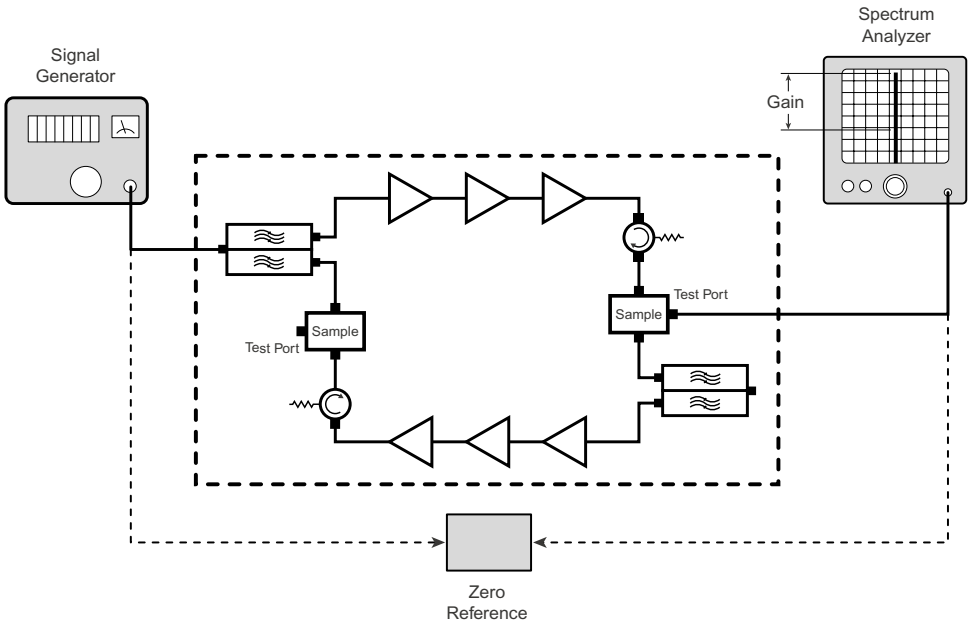

Figure 8: Measuring signal booster gain.
1) Measure the gain of the signal booster being careful not to exceed the maximum input level. **Figure 8** shows this being done using a signal generator and spectrum analyzer. Record the measured values for each passband. We recommend that a 50 ohm load be connected to the unused RF port on the bottom of the cabinet during the gain test.